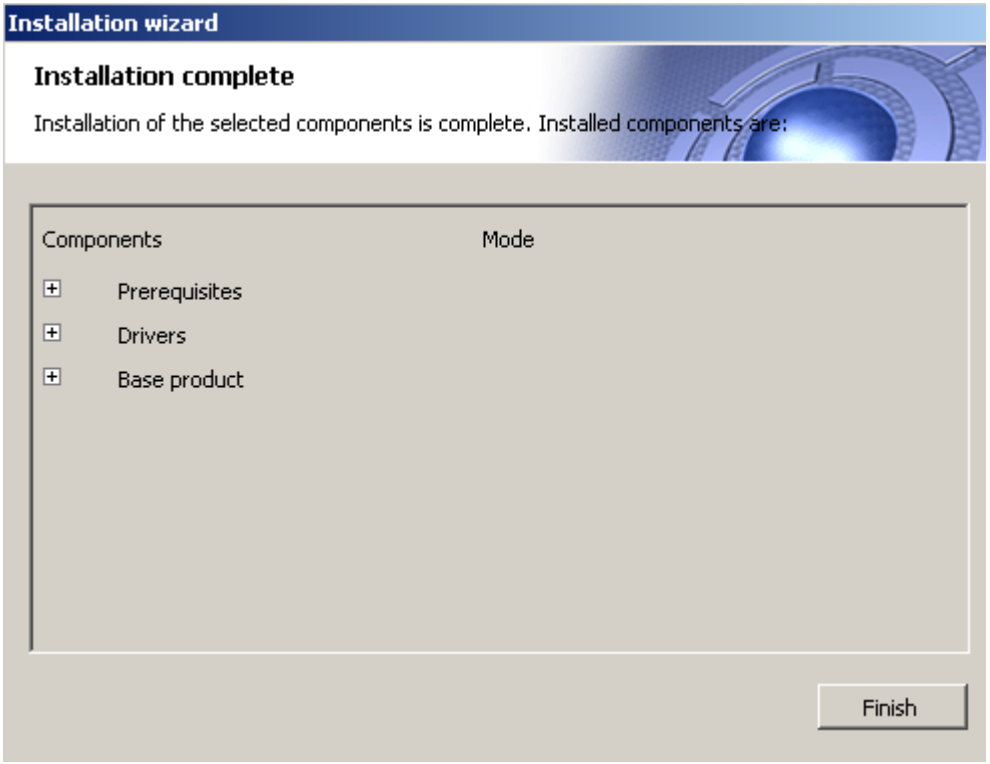

Figure 5.1-42 The “Installation complete” dialog box
Then the Installation wizard dialog box is displayed, containg the information on the mode (installed or not) of Intellect components (Figure 5.1-42).
23.Click the “Finish” button (Figure 5.1-42).